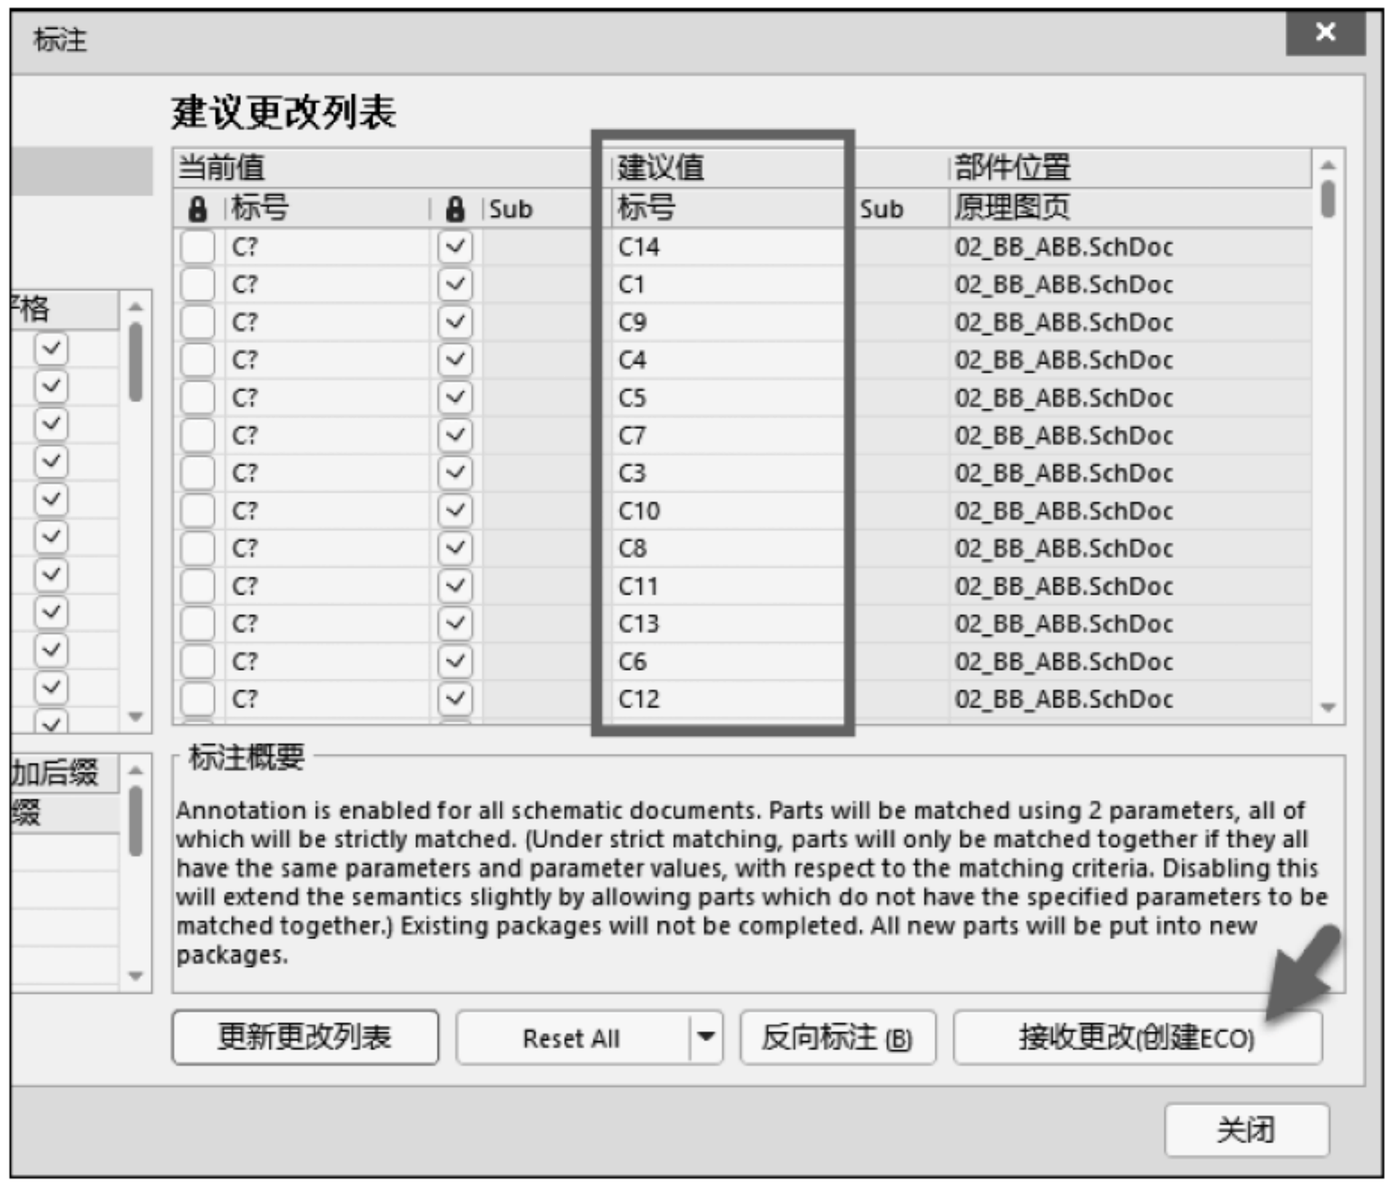

图 7-2 “标注”对话框的变化
(2) 单击“更新更改列表”按钮，会弹出 Information 对话框，其中提示有多少个器件进行位号的标注，单击 OK 按钮，如图 7-1 所示。右侧的“建议值”将被标上序号，同时“接收更改(创建 ECO)”按钮被激活，如图 7-2 所示。